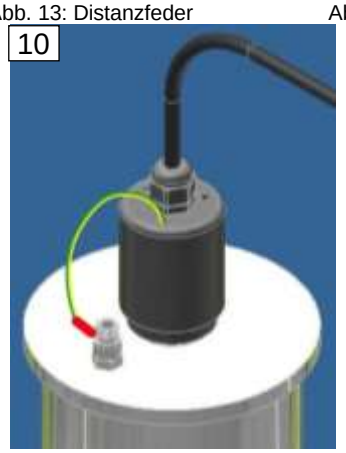

Abb. 17: Schutzleiter
- ➔ Den Schutzleiter (Abb. 17) am dafür vorgesehenen und gekennzeichneten Erdanschluss der Bestrahlungskammer ordnungsgemäß anschließen.